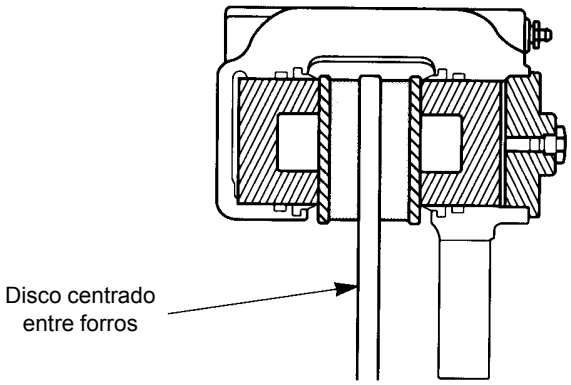

FIGURA 8-27
b. Los suplementos deberán ser de acero, rectificados hasta quedar planos y paralelos y deberán cubrir toda la superficie de montaje del cubo o de la caja. Los forros deberán moverse libremente en la caja y entre las placas terminales (Figura 8-27).